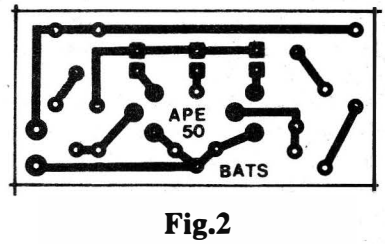

Fig.2
- FIG. 2 - LAY OUT DO CIRCUITO IMPRESSO ESPECÍFICO - Simples, pequeno e "descongestionado", o padrão cobreado de ilhas e pistas é de facílima realização, mesmo pelo Leitor/Hobbysta ainda sem muita prática... Como a figura está em escala 1:1 (tamanho natural), basta copiá-la sobre a face cobreada de um pedaço de fenolite virgem na conveniente medida, efetuar a traçagem, corrosão, furação e limpesa (de acordo com as técnicas "tradicionais", já exaustivamente ensinadas em APEs anteriores...) e pronto! Mesmo considerando a singeleza do lay out, é bom fazer uma rigorosa conferência final, na busca de "curtos" ou falhas no cobreado, que devem ser corrigidos antes de se iniciar a inserção e soldagem dos terminais de componentes ("mais vale prevenir do que remediar", o "homem prevenido vale por dois", e aquela coisa toda de frases feitas, que parecem "coisa de velhos", mas que em Eletrônica prática são cuidados fundamentais...).